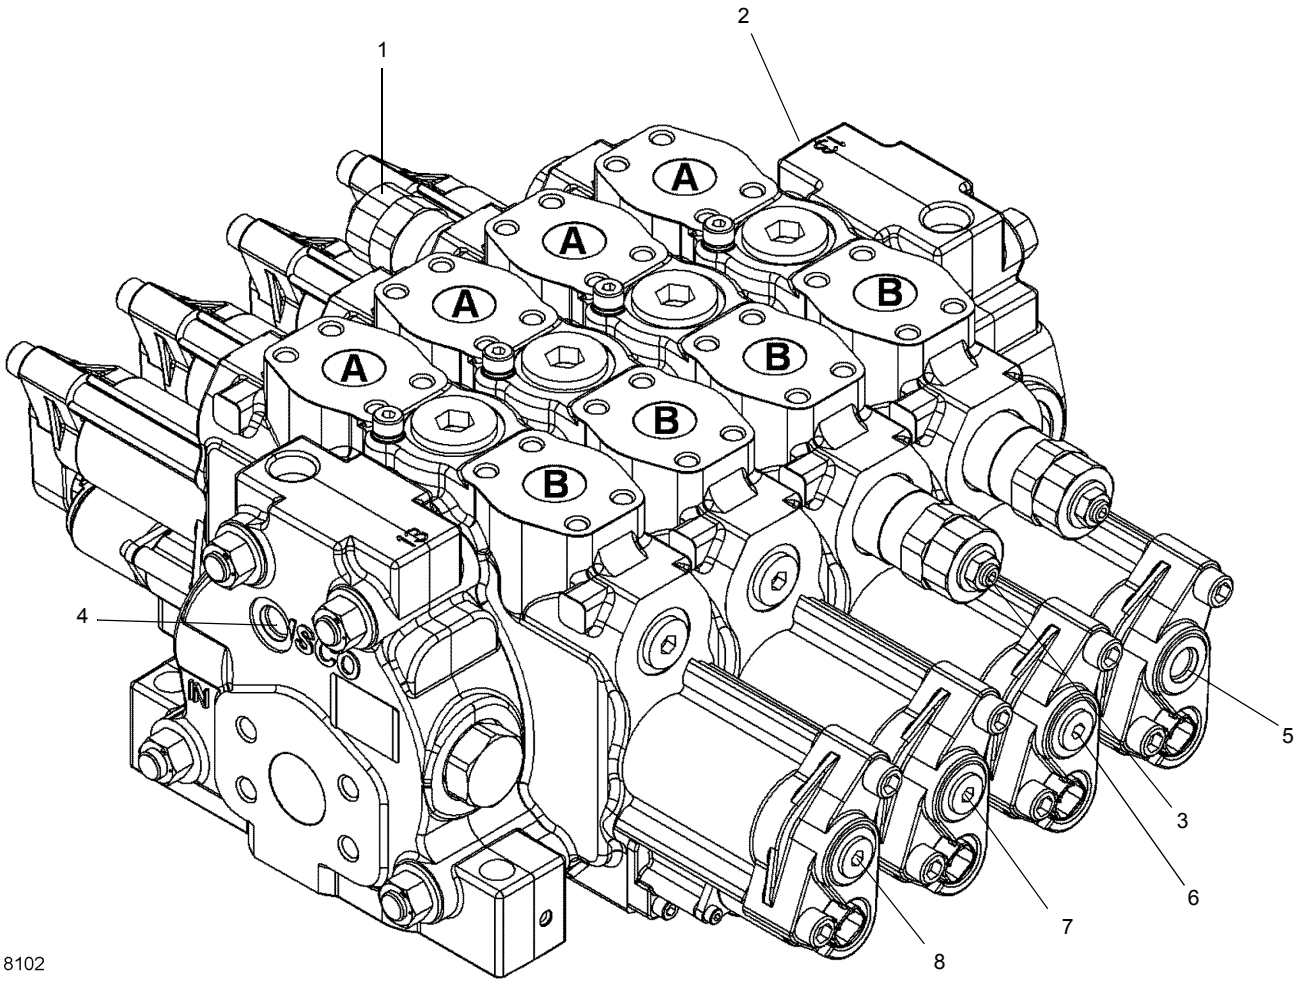

FIGURA 2-10
3. Si no se puede obtener el valor dado en el paso 2 mediante el ajuste, apague el motor e instale un conector de desconexión rápida para diagnóstico y revisión de presión con manómetro en la boquilla de prueba de la lumbrera GP2, en la válvula del colector de accesorios (Figura 2-10). Siga el procedimiento A, paso 3, para fijar la espera de la bomba y luego repita este paso
del cilindro telescópico y en la lumbrera GPD para bajada (Figura 2-10).
6. Ajuste la corriente máxima para elevación del malacate principal (Figura 2-10). Mueva la palanca de control hasta la posición de activación máxima, monitoree el manómetro, ajuste la Imax [mA] para alcanzar 295 psi y luego ajuste a 300 psi +0/-5 psi. Tenga en cuenta que será necesario presionar el botón de fijar que se encuentra en la parte inferior de la ventana antes de que se produzca el efecto.
8. Repita este proceso para la elevación del malacate auxiliar (GPB), la retracción telescópica (GPC) y la bajada de la pluma (GPD) (Figura 2-10).